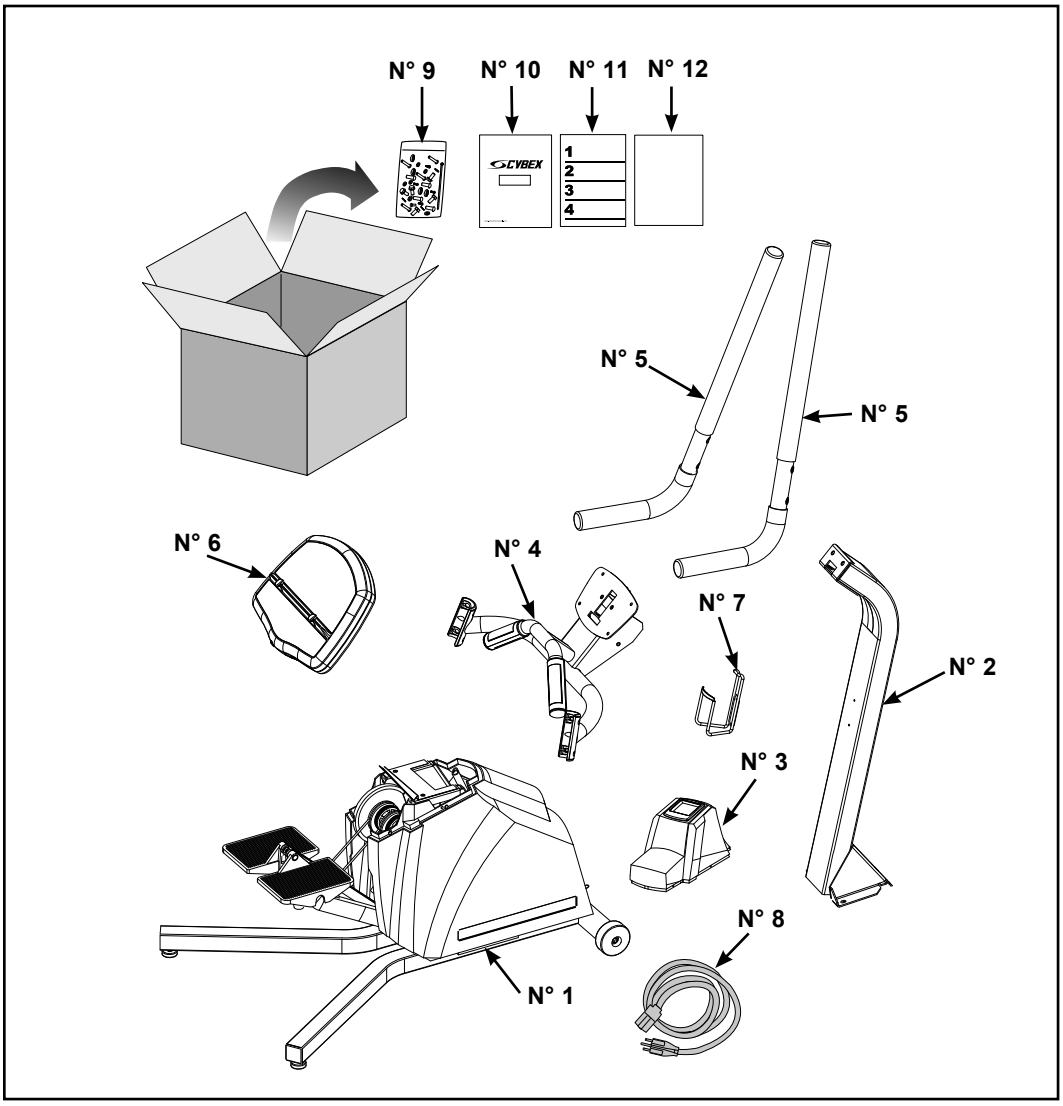

Figure 1
C. Vérifiez si vous disposez des articles suivants. Cochez (☑) les articles à mesure que vous les trouvez. Reportez-vous à la figure 1. Si une des pièces est manquante, contactez le Service à la clientèle Cybex.